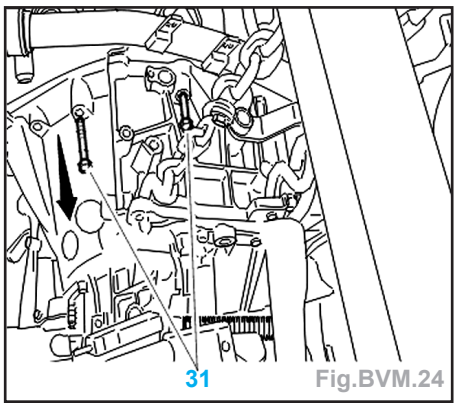

Fig.BVM.24
- Déposer les vis de fixation supérieures (31) de la boîte de vitesses (Fig. BVM.24).